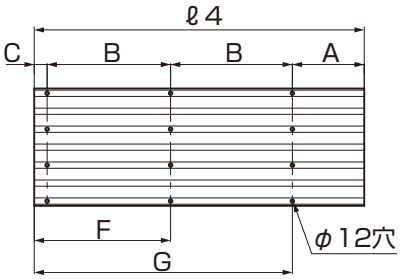

図1-13　折板上 加工位置図
①図1-12、図1-13、表1-5を参照して、折板を加工してください。